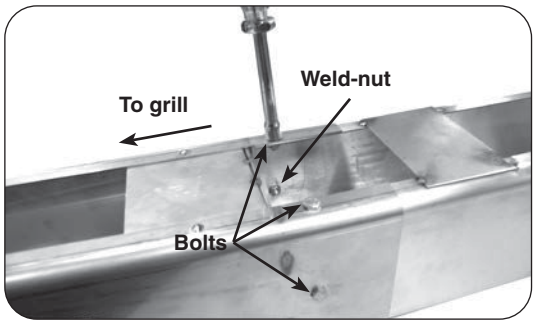

Fig. 21-2 Fasten extension to post
2. From outside the joined post and extension, insert one of the 1/4 X 20"-5/8 bolts (supplied) into each of the five (5) bolt holes and tighten each using a 7/16" socket driver or wrench (see Fig. 21-2).